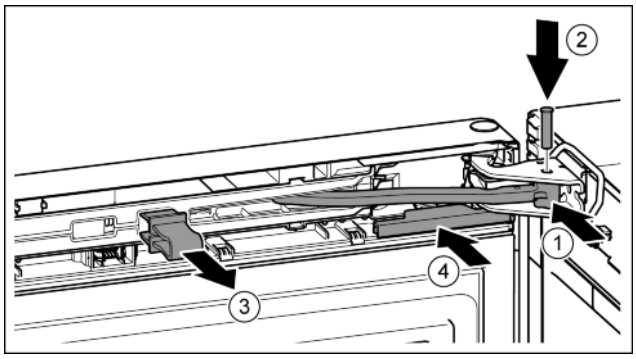

*Fig. 40*
- ▶ Turn the hinge in the bearing bracket. *Fig. 40 (1)*
- ▶ Insert bolt into the bearing bracket and hinge. Ensure here that the catch is properly fitted in the channel. *Fig. 40 (2)*
- ▶ Remove safety device. *Fig. 40 (3)*
- ▶ Slide on the cover. *Fig. 40 (4)*